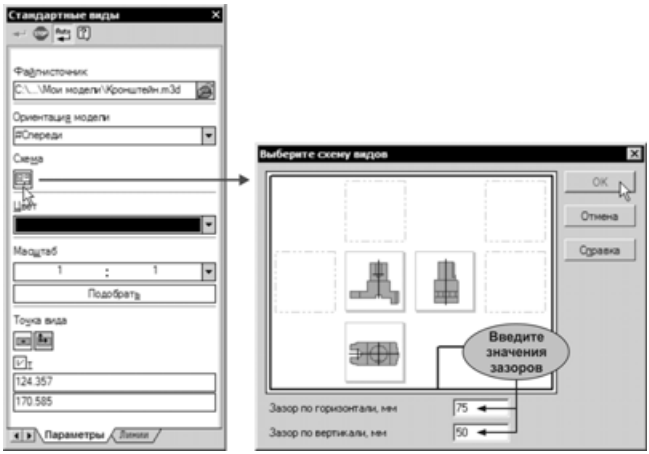

Рис. 3.8
- Нажмите кнопку **Схема** (рис. 3.8). В этом диалоге можно установить набор стандартных видов, построение которых необходимо для создания чертежа выбранной модели. Для включения вида достаточно указать его на схеме расположения видов. Аналогично можно отменить построение вида. Отменить построение главного вида невозможно.